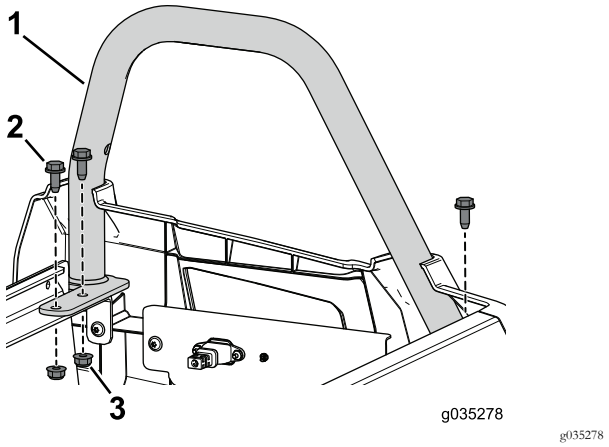

Bild 90
12. Befestigen Sie den linken hinteren Hüftgurt mit den drei vorher entfernten Bundbolzen (3/16" x ¾") und Bundmuttern am Sitzunterteil (Bild 90).